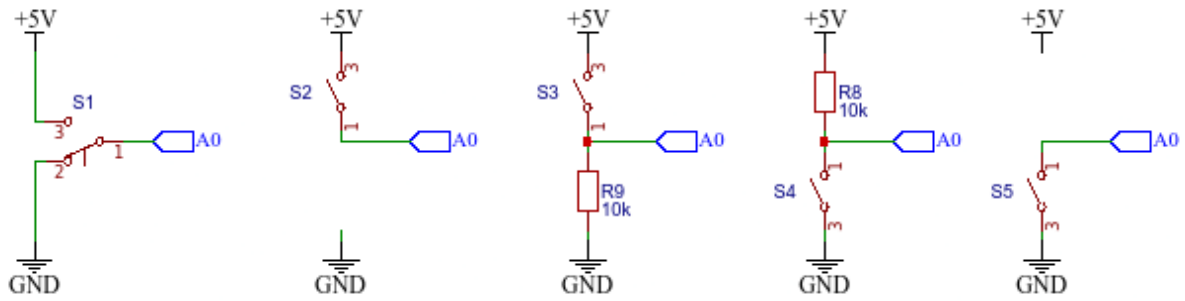

Figure 1: Different options of wireing of the bush-button-switch.
1. Connect the push-button-switch according to first diagram on fig. 1 and test the program prog. 1
2. Try to connect the bush-button-switch according to second diagran on fig. 1
Try to understand why this setup is not working. And test all other options in fig. 1
3. Solve the problem by constructing a `voltage divider` with `pull-down` resistor (third diagran on fig. 1).
5. Change the setup of PBSW and resistor to a `pull-up` setup (fourth diagran on fig. 1). What is changed?
6. Enable internal `pull-up` resistor (and remove external one - fifth diagran on fig. 1).